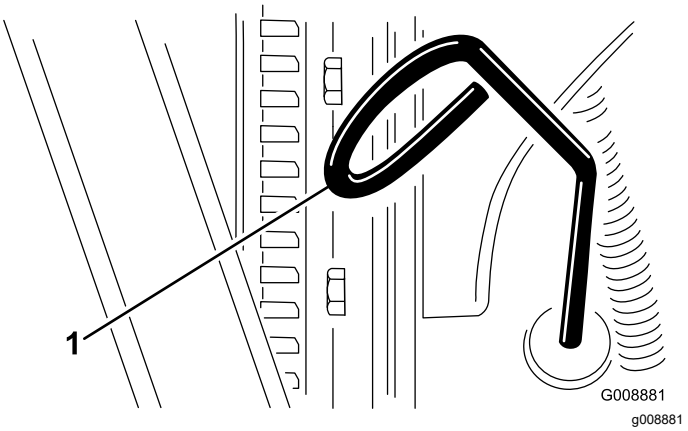

Figur 54
3. Ta ut oljestickan, torka av den, sätt tillbaka den i röret och dra ut den igen. Oljenivån ska ligga mellan markeringarna FULL och ADD (Figur 54).
4. Om oljenivån är låg ska du ta bort påfyllningslocket och fylla på med olja tills nivån ligger mellan FULLMARKERINGEN och PÅFYLLNINGSMÄRKET (Figur 54).